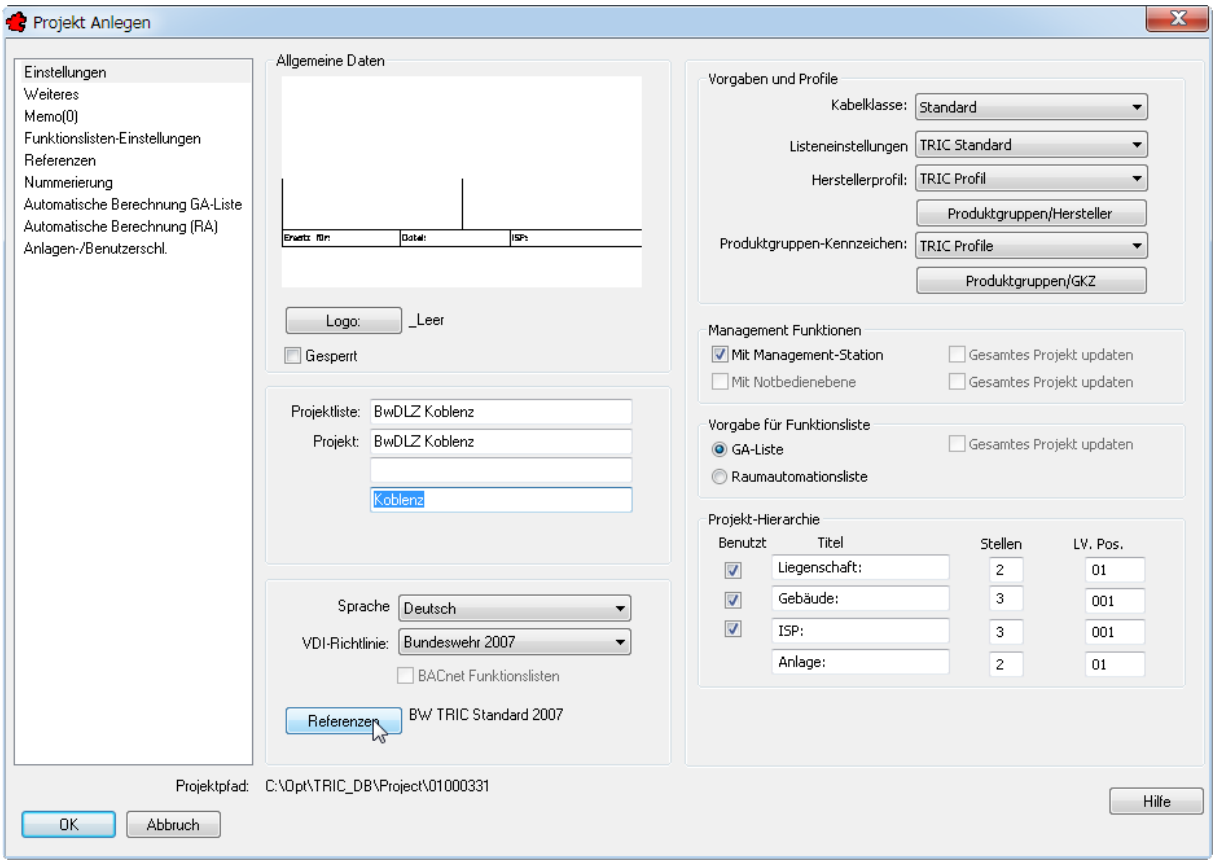

Bild 35.1 – Projekteinstellungen für Bundeswehr-Projekte
- Öffnen Sie die Projektverwaltung und legen Sie ein neues Projekt an (Abb. 35.1).